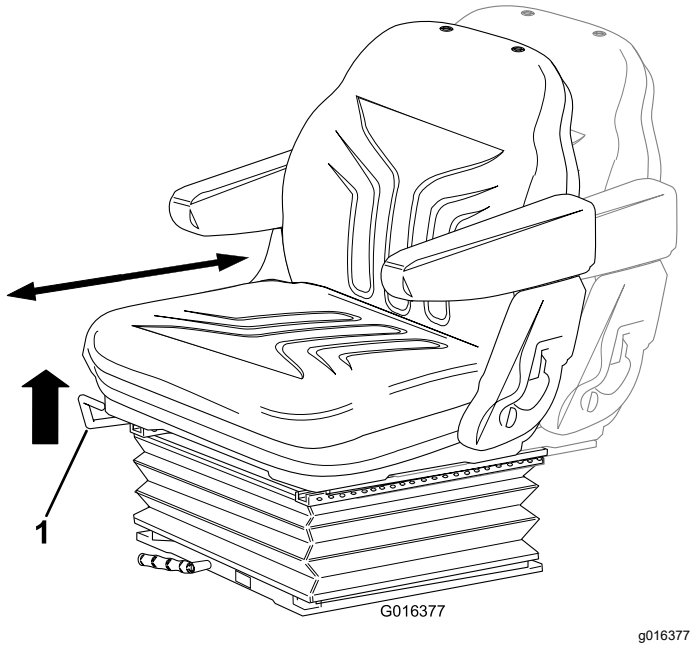

Рисунок 22
- Переведите рычаг вверх для регулировки положения сиденья в продольном направлении(Рисунок 22).